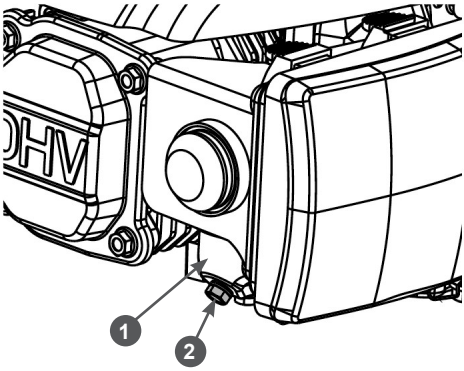

Рис. 18 Слив топлива из карбюратора
1. Установите под карбюратор 1 подходящую емкость (Рис. 18).
2. Открутите болт 2 сливного отверстия и слейте топливо из поплавковой камеры карбюратора (Рис. 18).
1. Слейте топливо из топливного бака и карбюратора (Рис. 18).